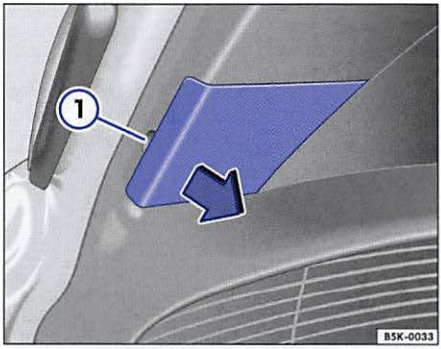

Fig. 172 In the rear hatch: Removing cover.
3.	With the flat blade of the screwdriver from the vehicle tool kit (⇒ page 305) carefully pry off the cover at the slot ⇒ fig. 172 ①.